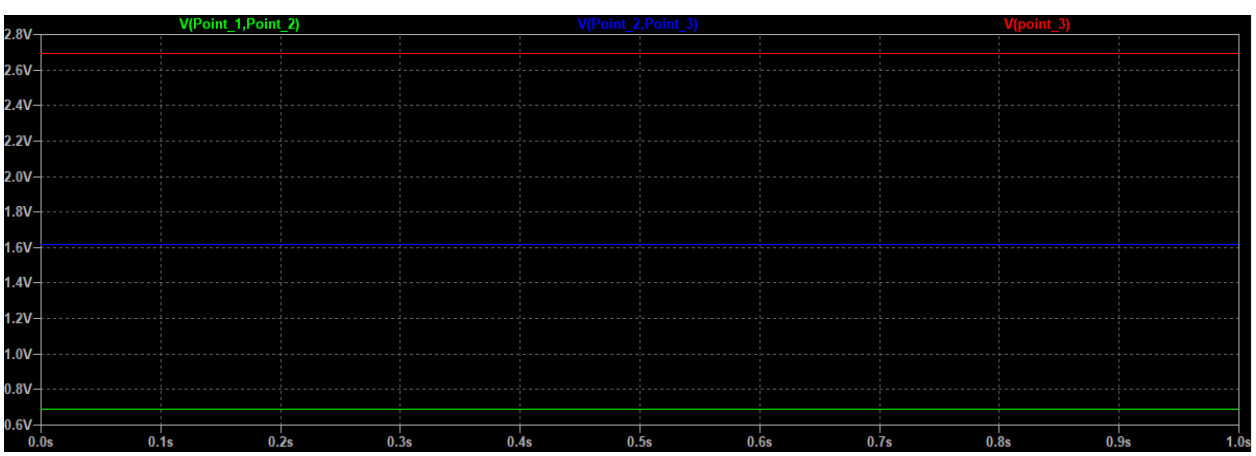

Fig. 6. LTSpice Voltage Drop Across Resistors
- Repeat this for the other resistors and then take a screenshot of the plot (Windows users can use "snipping tool"). The plot you produce should be like Figure 6.